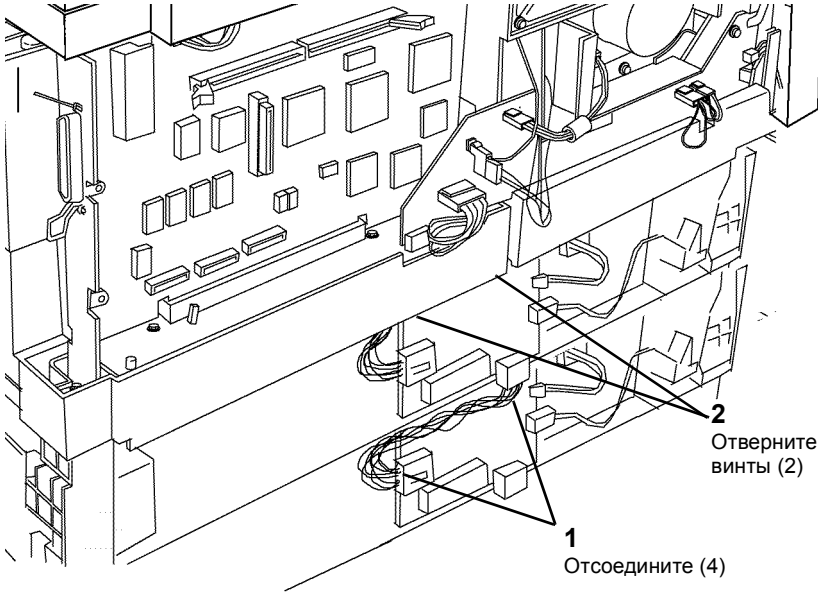

Рисунок 1 Снятие PWB управления лотка 1 или лотка 2
2. Снимите PWB управления лотка 1 или лотка 2 (Рисунок 1).